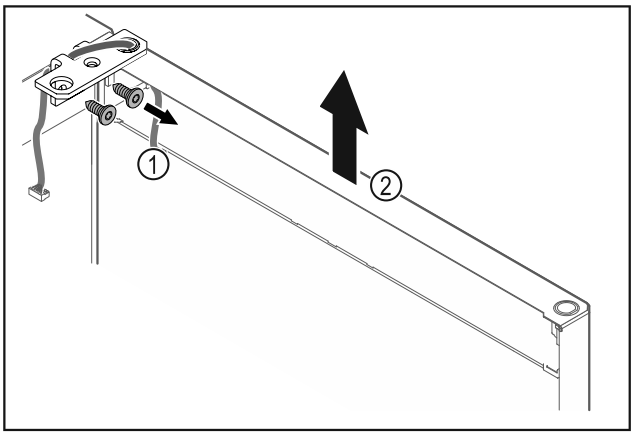

Fig. 15
▶ Deșurubați *Fig. 15 (1)* colțarul balamalei.
▶ Ridicați ușa inclusiv colțarul balamalei *Fig. 15 (2)* aproximativ 200 mm drept în sus și detașați-o.